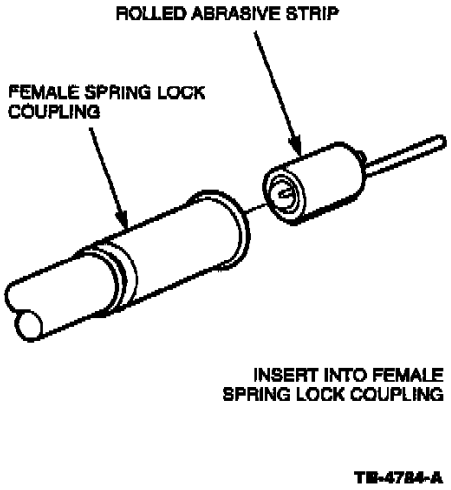

Figure 3
g. Roll abrasive strip around cleaning tool (Figure 3).